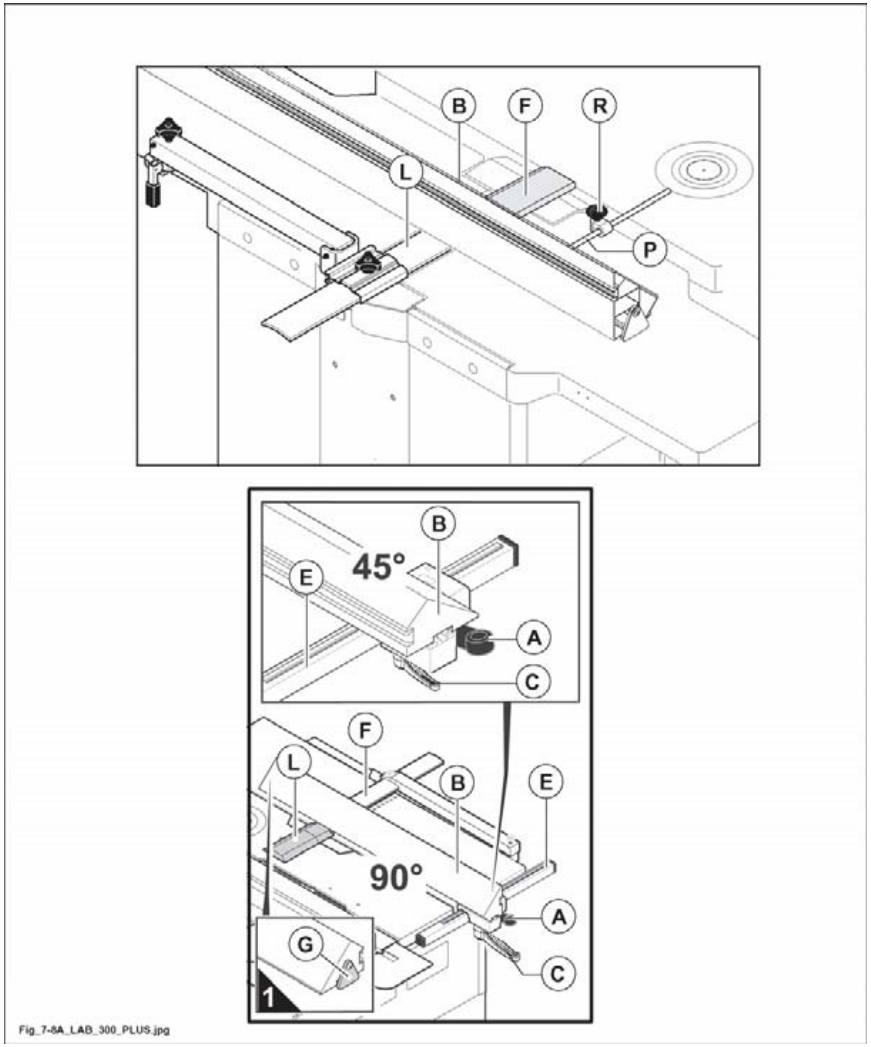

Abb. 7.8
die Schutzvorrichtung (F Abb. 7.8) und (L Abb. 7.8) müssen während der Arbeit stets auf der Hobelwelle liegen.
- Entsperren Sie den Hebel (A, Abb. 7.8) und bewegen Sie den Anschlag (B, Abb. 7.8) in die gewünschte Stellung; sperren Sie den Hebel (A, Abb. 7.8) dann wieder.
sicherstellen, dass die Gleitstange (E Abb. 7.8) ganz sauber ist.
Der Anschlag (B Abb. 7.8) kann bei 90° und bei 45° positioniert werden.
- Den Hebel (C Abb. 7.8) freigeben und die Führung (B Abb. 7.8) in die oben genannten Stellungen zu bringen; den Hebel (C Abb. 7.8) wieder blockieren.
- Nach der Einstellung die Sicherung (P Abb. 7.8) bis zum Anschlag auf der Abrichtführung (B Abb. 7.8) bewegen und den Knauf (R Abb. 7.8) anziehen.
Immer sicherstellen, dass das Distanzstück aus Kunststoff (G Abb. 7.8) wie in der Abbildung (1 Abb. 7.8) dargestellt positioniert ist, um Störbereiche zwischen dem Anschlag (B Abb. 7.8) und der Hobelwelle zu vermeiden.